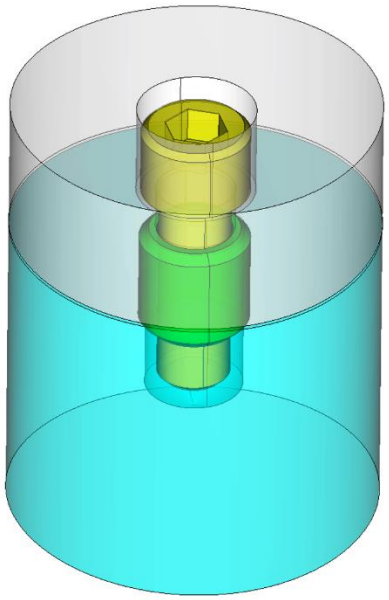
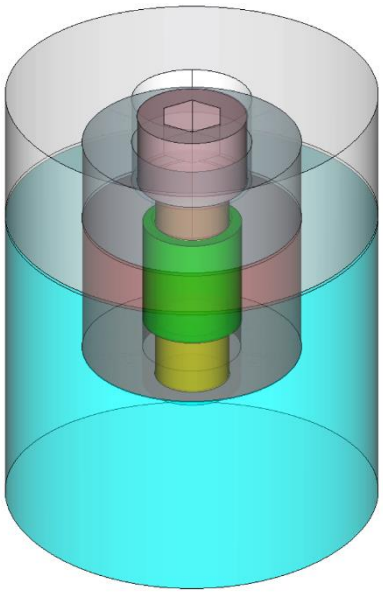
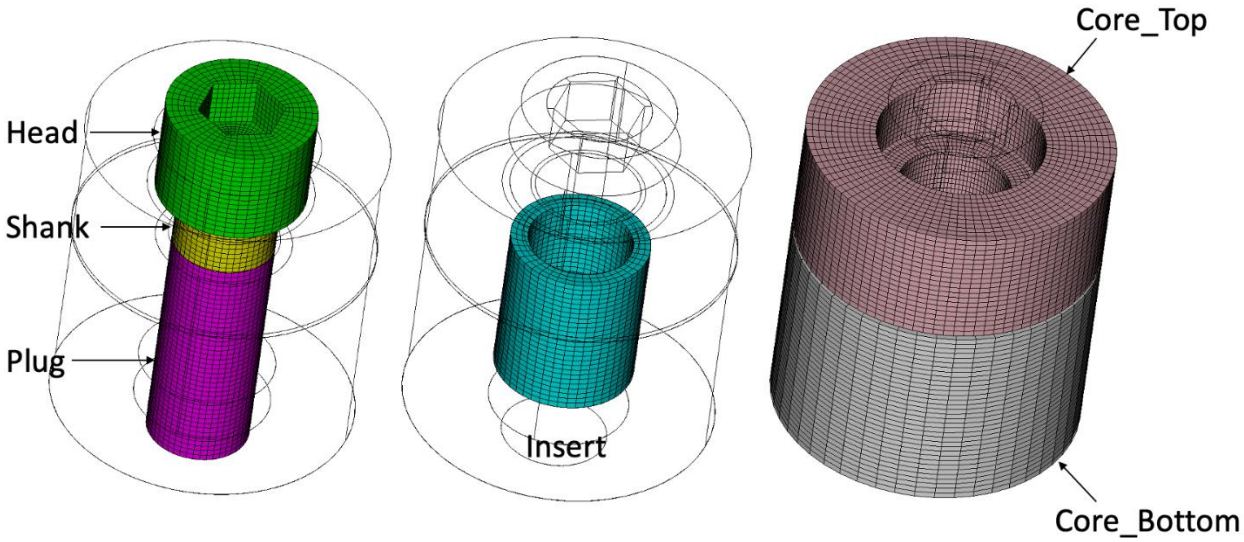

**Figure 2. Bolt and insert geometry prior to reduce bolt core operation showing nearby volumes.**
**Figure 3. Bolt, insert and core volumes after the reduce operation**
**Figure 4. Example blocks and mesh automatically generated from the Reduce Bolt Core command**
**Figure 4. Example of four different variations of syntax for the reduce bolt fit_volume command on a single bolt. In this case, the bolt (volume 2) overlaps the cyan colored lower volume. Note the difference between the adjust_hole in figures (b), (d) and (e) and tight_fit (c) options. In both cases, volume overlap is removed, however adjust_hole_diameter only adjusts the hole diameter to match the bolt shaft, but tight_fit also removes any void space below the bolt. Also note in figure (d), three separate volumes are created from the bolt geometry when the webcut option is used. In figure (e), the bolt has been meshed with default sizing using Cubit's sweep tool**
An example of the **reduce bolt core** operation is illustrated in figures 2 and 3. In this example, an "insert" volume is present that is overlapping the hole geometry. The resulting geometry from the operation is shown in figure 3.
The **reduce bolt core** operation also provides the option to assign the resulting volumes to blocks and mesh the volumes at a specified size. Figure 4 illustrates the resulting default blocks and mesh denerated from the example shown in figure 3.
**tight_fit**: This option is normally used when the bolt shaft is overlapping the lower geometry as shown in figure 2. The **tight_fit** option will perform a boolean subtract operation to ensure that the bolt exactly fits the shaft geometry to the lower volume, removing any gaps and overlaps surrounding or below the bolt. Figure 3 shows the result of the **tight_fit** option. This option cannot be used if an **insert** volume is also specified. See figure 4. for an example illustrating the **tight_fit** option.
**adjust_hole_diameter**: This option is normally used to adjust the diameter of the surrounding hole to match that of the bolt shaft, removing any gap or overlap. In contrast to the **tight_fit** option, only the hole diameter is tweaked without removing any existing void space below the bolt. This option cannot be used if an **insert** volume is also specified. See figure 4 for an example illustrating the the **adjust_hole_diameter** option.
**Figure 4. Examples of using the reduce bolt spider j2g command where (a) is the original geometry of two bolts overlapping the lower volume (cyan color). In (b), the spider j2g option has been used which replaces the bolts with a beam mesh. Note that the bolt hole has been modified to fit the shaft of the original bolts. In this case, the rebar blocks are comprised of the central nodes from which the beam elements radiate. Since the increment_rebar_block_id option is used, block 10 is defined where volume 1 existed and block 11 at volume 2. For the spider block, since the increment_spider_block_id was not used, all beam elements were placed into block 20. Note that since the mesh option was used, the hole surfaces were meshed and the spider block beam elements were generated. Otherwise, a subsequent mesh operation performed on the lower (cyan) volume would also generate the beam**